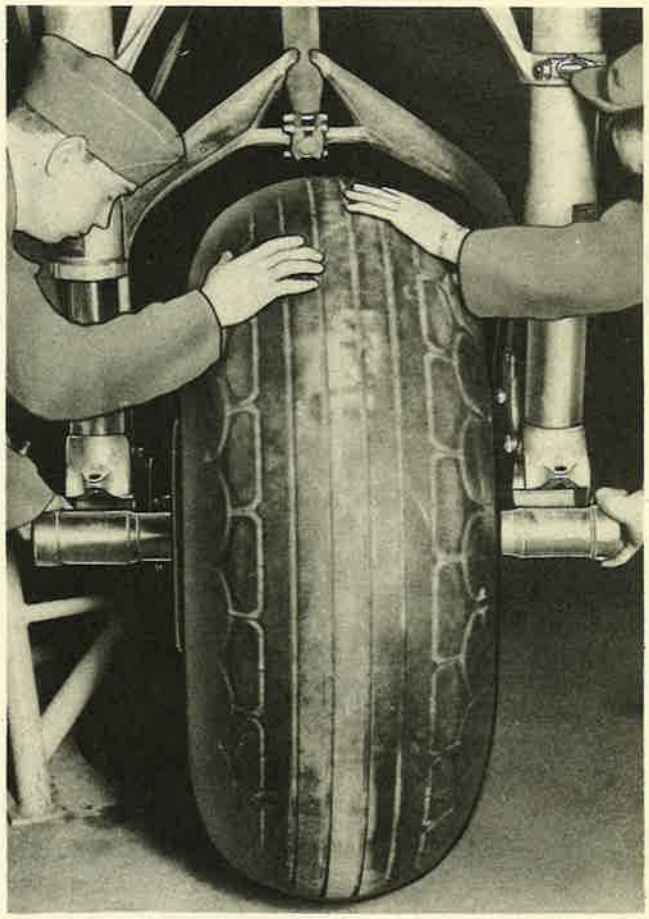

Figure 152—Placing Wheel and Axle Assembly Under Shock Strut Clamps
(6) Roll the wheel and axle assembly from beneath the shock struts. (See figure 152.)
(2) Move the wheel into position directly beneath the shock strut clamps (figure 152) with the removable flange of the wheel outboard or inboard. Move the